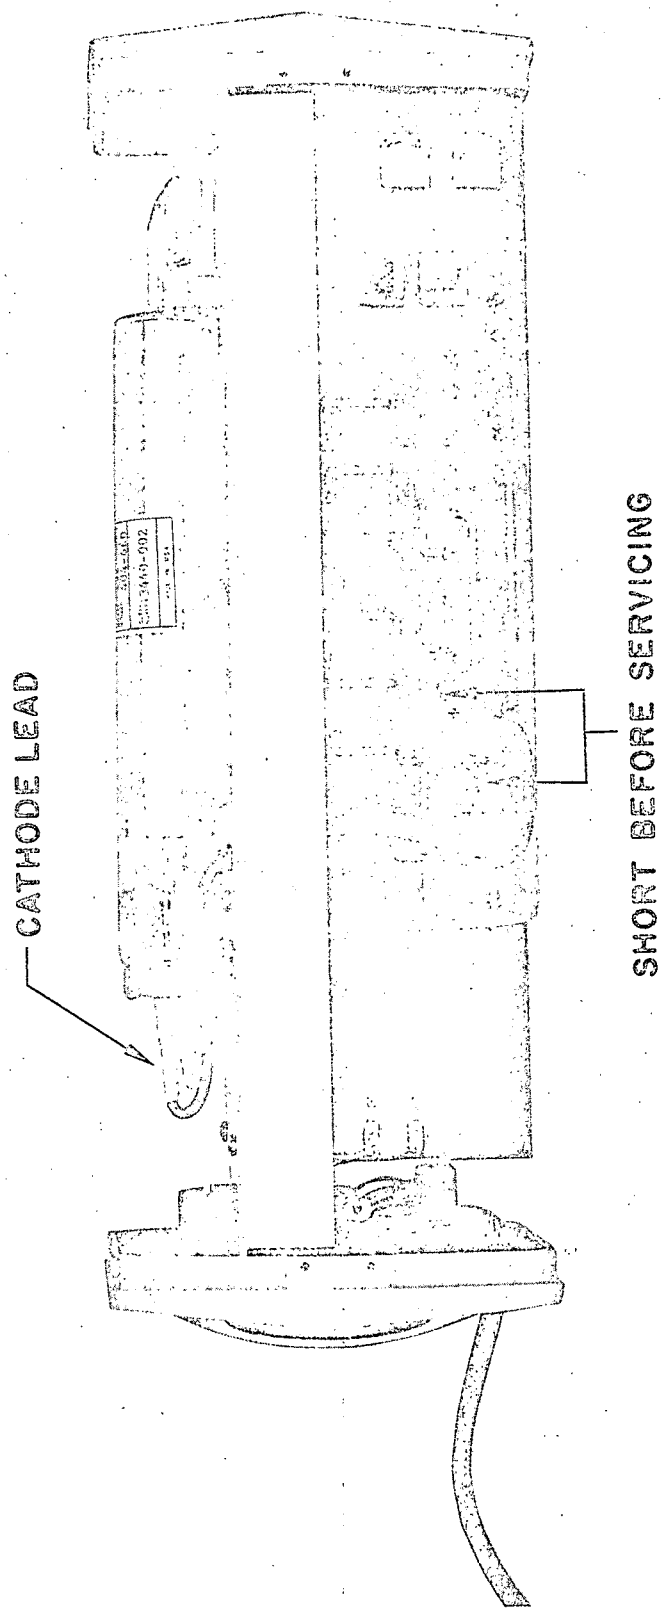

Figure 4-1 Cathode Lead
WITH THE BOTTOM COVER REMOVED, THE H.V. CAPACITORS SHOULD BE SHORTED OUT TO ELIMINATE THE DANGER OF A RESIDUAL H.V. CHARGE. FIRST CHECK THAT LINE POWER IS DISCONNECTED AND THEN USING A WELL-INSULATED WIRE, SHORT THE "+" CONNECTION SHOWN IN FIGURE 4-1 TO THE "CATH" CONNECTION ON THE PRINTED SIDE OF THE BOARD.
5. Unsolder the plasma-tube anode and cathode leads from the H.V. circuit board. See Figures 4-1 and 4-2 to identify the leads. Pull the leads through the top deck.
2. Refer to Figures 4-1 and 4-2 for correct anode and cathode connections. BEAR IN MIND THAT IF THE HIGH-VOLTAGE CONNECTIONS ARE REVERSED, THE PLASMA TUBE WILL BURN OUT ALMOST IMMEDIATELY.